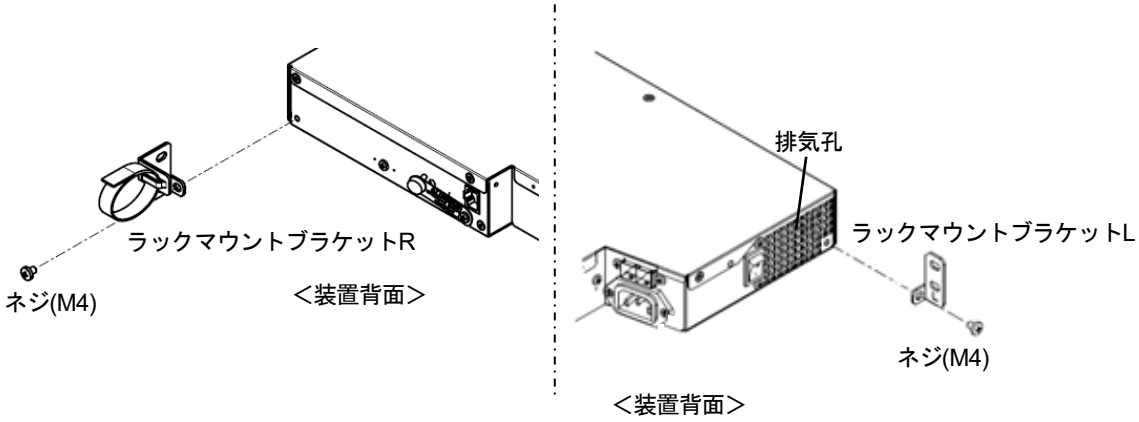

図 1-12　ラックマウントブラケット L／R の取り付け
2) ネジ(M4)を使用して L と R を本製品背面にラックマウントブラケット L と R を固定します。（図 1-12参照）